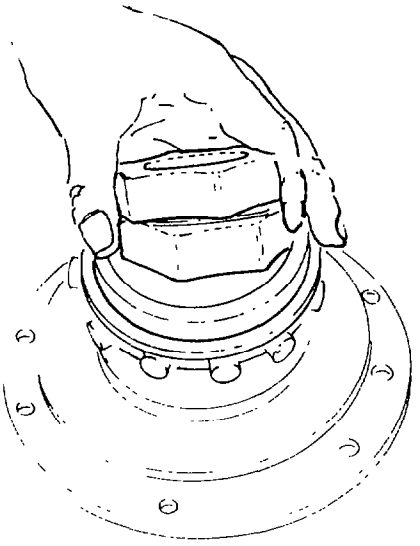

Fig. 343 — Installing Inner Cam
c. Dip the inner cam in OEP-220 lubricant and install inside the cage (see fig. 343). Push all the wedges in until they contact the inner cam lobes. Set aside temporarily.